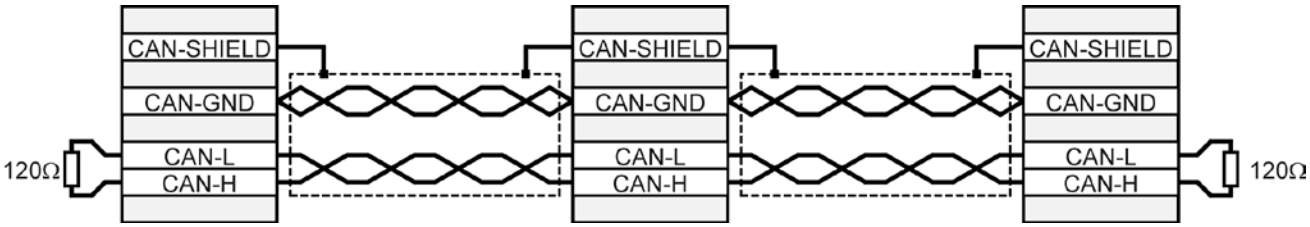

Figure 3.2: Cabling (schematically)
- All nodes of a network are principally connected in series, so that the CAN cable is looped through all servo drives (see **Figure 3.2**).